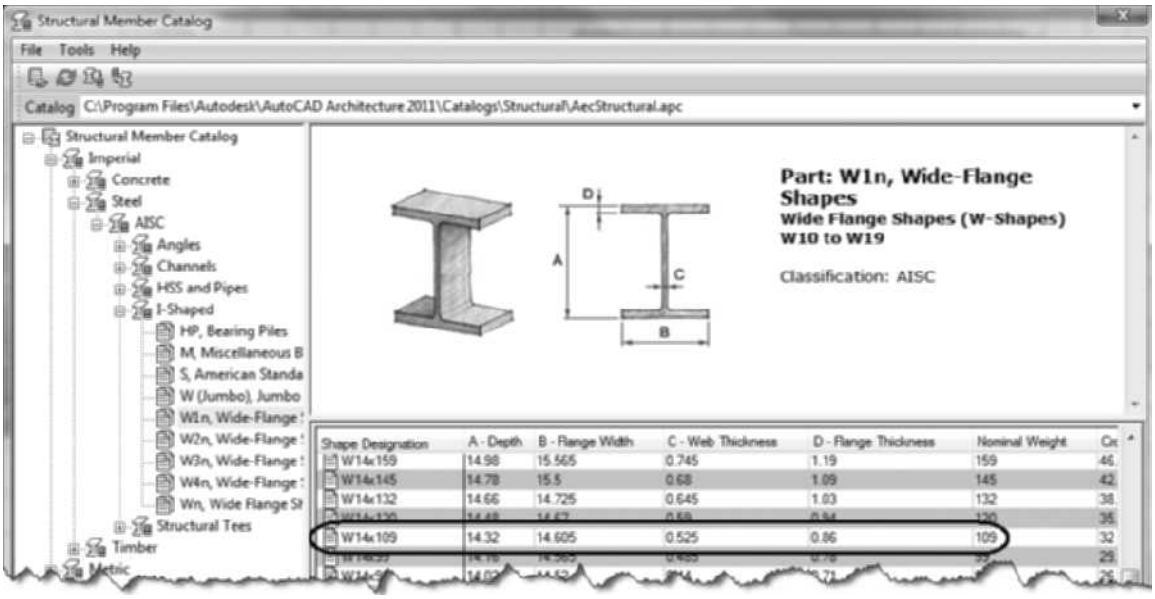

FIGURE 13.21 *Wide Flange beam selected in the Structural Member Catalog*
4. Expand the tree in the left pane to Imperial > Steel > AISC > I-Shaped > W1n, Wide-Flange Shapes [Metric > Steel > AISC > I-Shaped > Wide Flanges > W1nn, Wide-Flanges] as shown in Figure 13.21.